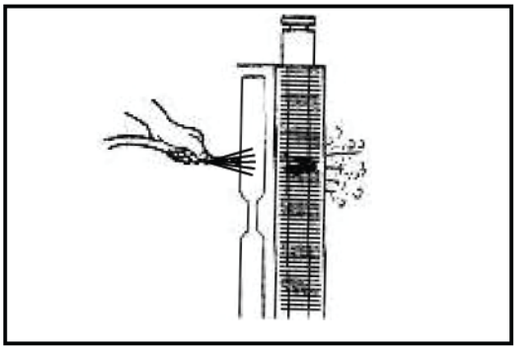

Рис. 5.6c
5.6.3 Очистка пластин радиатора (Рис. 5.6c)